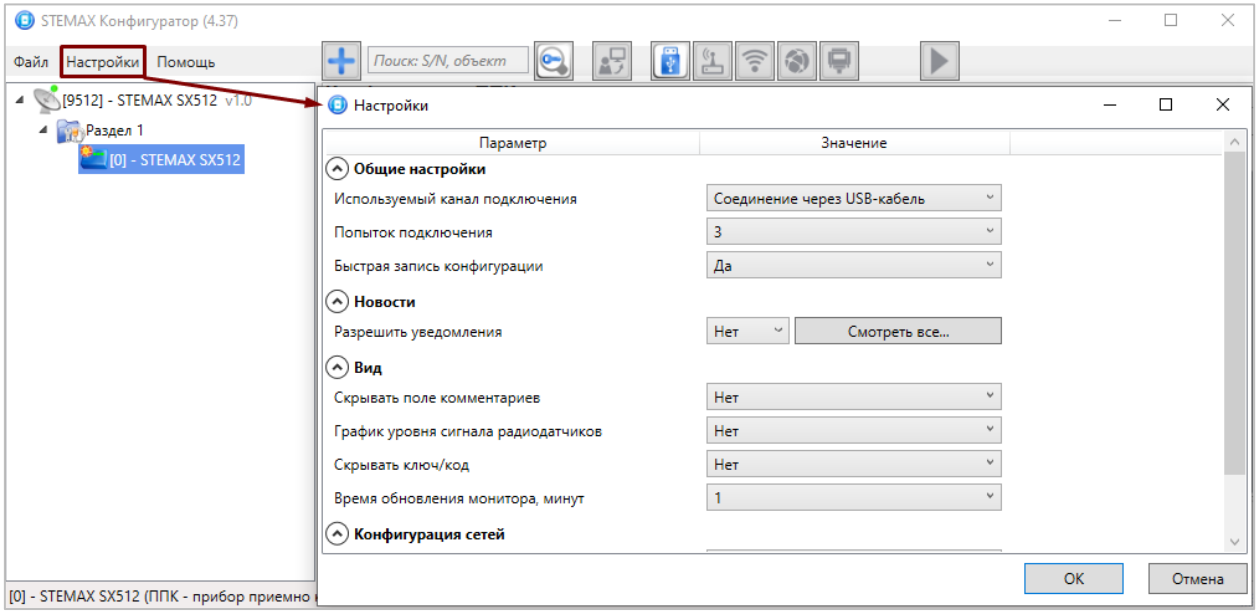

Рисунок 4.10 — Окно *Настройки*
Для того чтобы выбрать метод соединения, в окне *Настройки* выберите необходимый вариант в раскрывающемся списке *Используемый канал подключения* (см. рисунок 4.10) **или** нажмите соответствующую кнопку в основном окне программы (см. рисунок 4.11). В окне *Настройки* также может быть выбрано количество попыток подключения (в соответствующем раскрывающемся списке).
1) Откройте окно *Настройки* (см. рисунок 4.10)